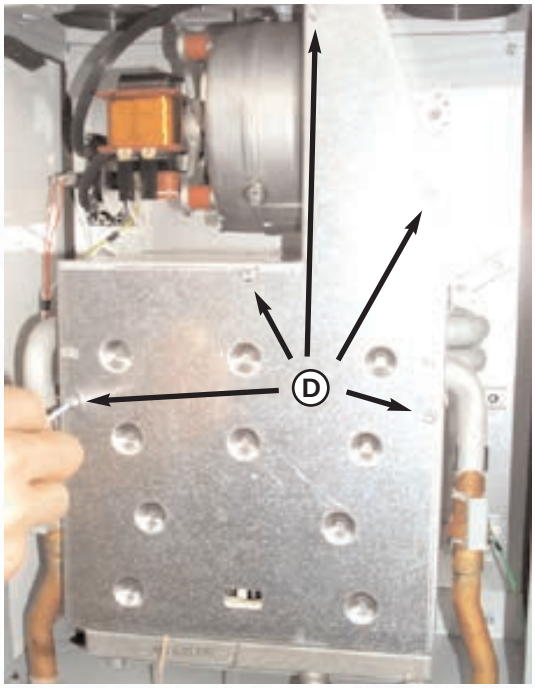

Fig. 46a
2. Unscrew five self tapping screws "**D**" to release the combustion chamber front panel and lift clear *(for the 24kW see Fig. 46a, for the 30kW see Fig. 46b)*;